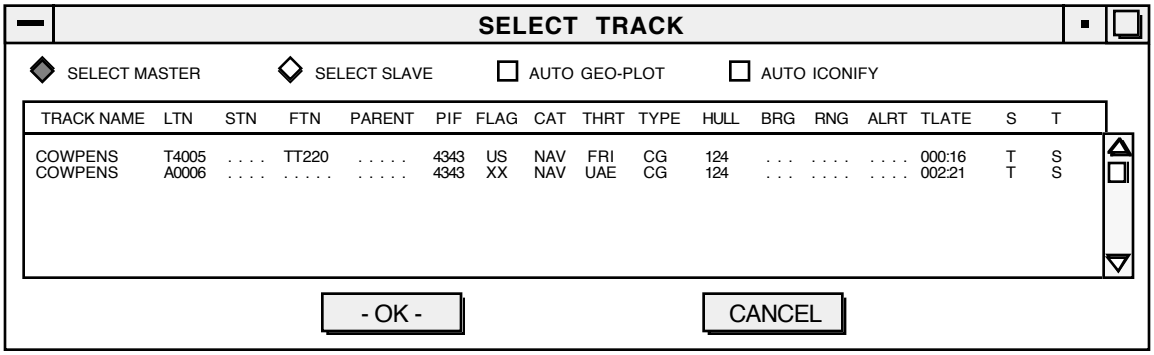

Figure 11-19-2 Select Track Window
- If more than two tracks are chosen, the SELECT TRACK window appears, with a list of the selected tracks (Figure 11.19-2).